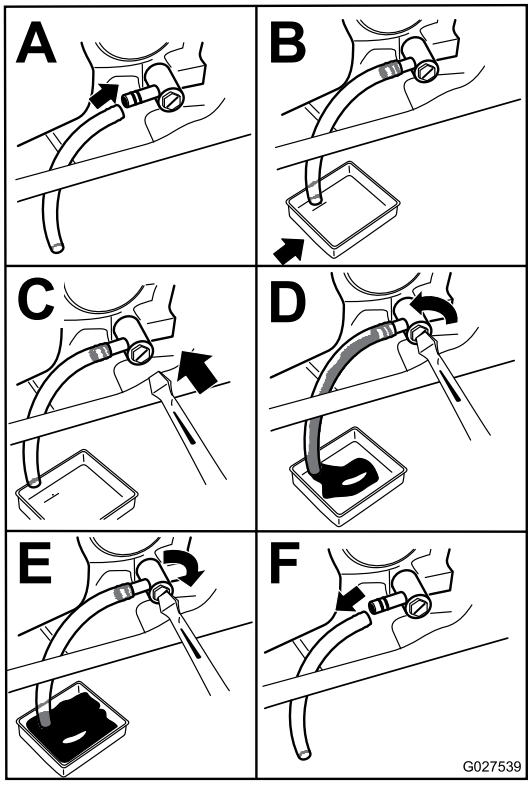

Figur 40
3. Før du forlater førersetet, må du stanse motoren, ta ut nøkkelen og vente til alle bevegelige deler står stille (Figur 40).